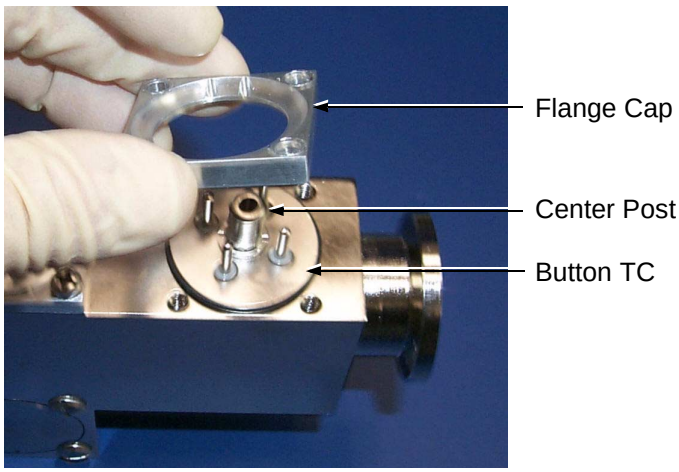

Figure 5-30 Flange Cap, Center Post, and Button TC
2. Remove the Button TC flange cap (Figure 5-30) by pressing down on the Button TC center post and lifting the flange cap up and off of the Button TC.